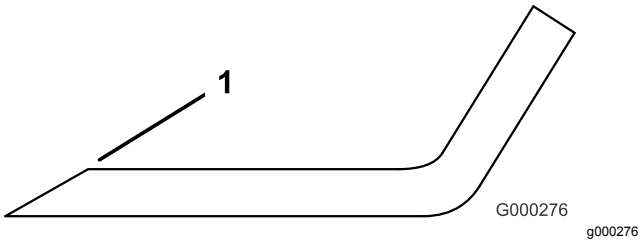

Figuur 126
3. Inspecteer de snijranden van alle messen en slijp de snijranden als deze bot zijn bramen vertonen (Figuur 126).
Opmerking: Slijp alleen de bovenkant van de snijrand en behoud de oorspronkelijke snijhoek om te zorgen dat het mes scherp blijft (Figuur 126). Het mes blijft in balans als u van beide snijranden dezelfde hoeveelheid metaal verwijdert.